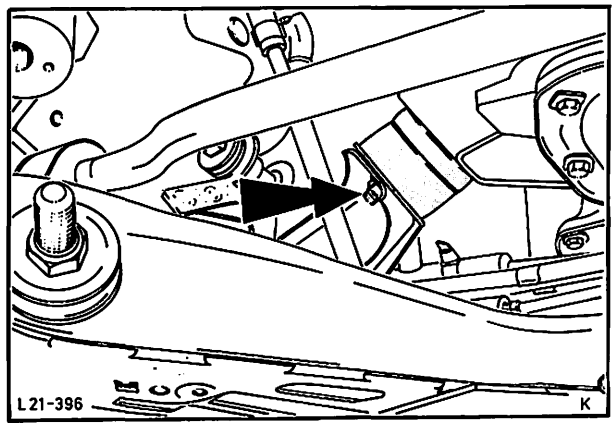

Abb. 27 Gummipuffer – Motorauflage
25. Gummipuffer – Motorauflage, Abb. 27, an Vorderachse vorschriftsmäßig festschrauben, Auspuffrohr am Auspuffkrümmer befestigen und Anlasserkabel anschließen.